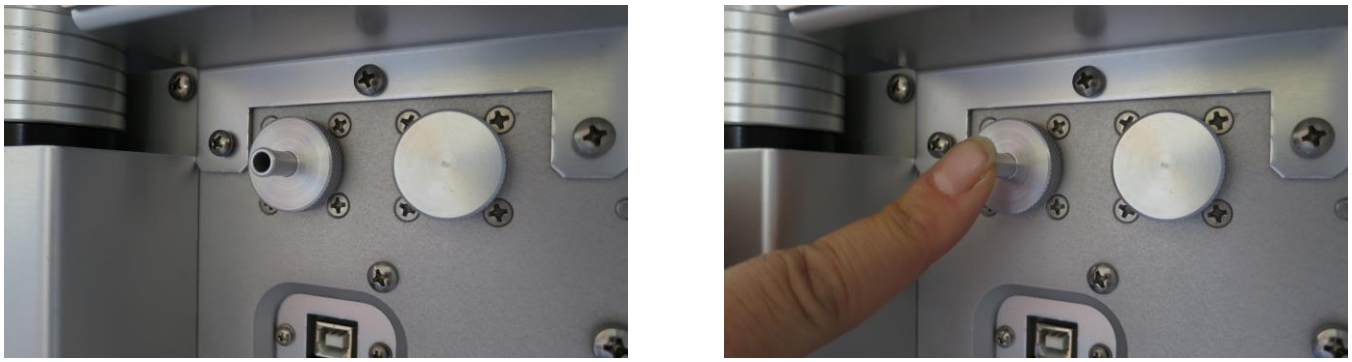

Figure 6-4 Sheath Air Inlet Covered
5. Cover the sheath air pre-filter inlet fitting with your finger as shown in Figure 6-4.